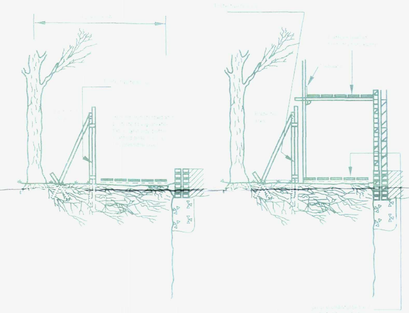

Figure 3 Scaffolding within the RPA
- Ground Protection to be in accordance with Figure 3 - scaffolding within RPA. To be installed prior to any site clearence or construction works